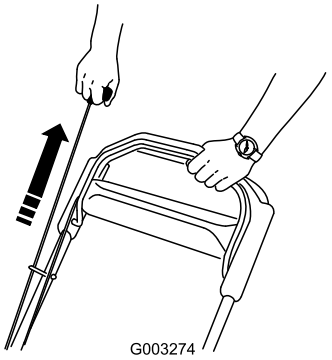

Figur 18
3. Trekk i tilbakespolingsstarteren (Figur 18).